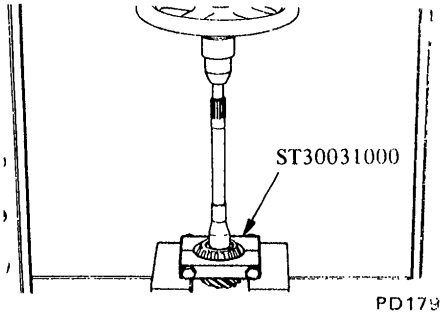

Fig. PD-6 Removing pinion rear bearing inner race
8. Hold rear bearing inner race with Drive Pinion Rear Bearing Inner Race Puller ST30031000 and extract from drive pinion with a press. See Figure PD-6.